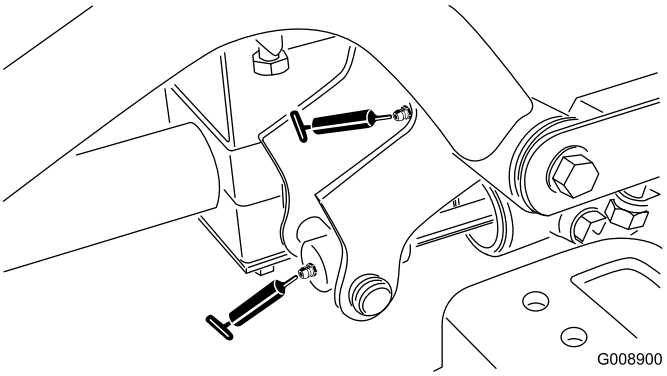

**Figur 56**
- Forreste venstre løftearms drejetap og løftecylinder (2) (Figur 56)